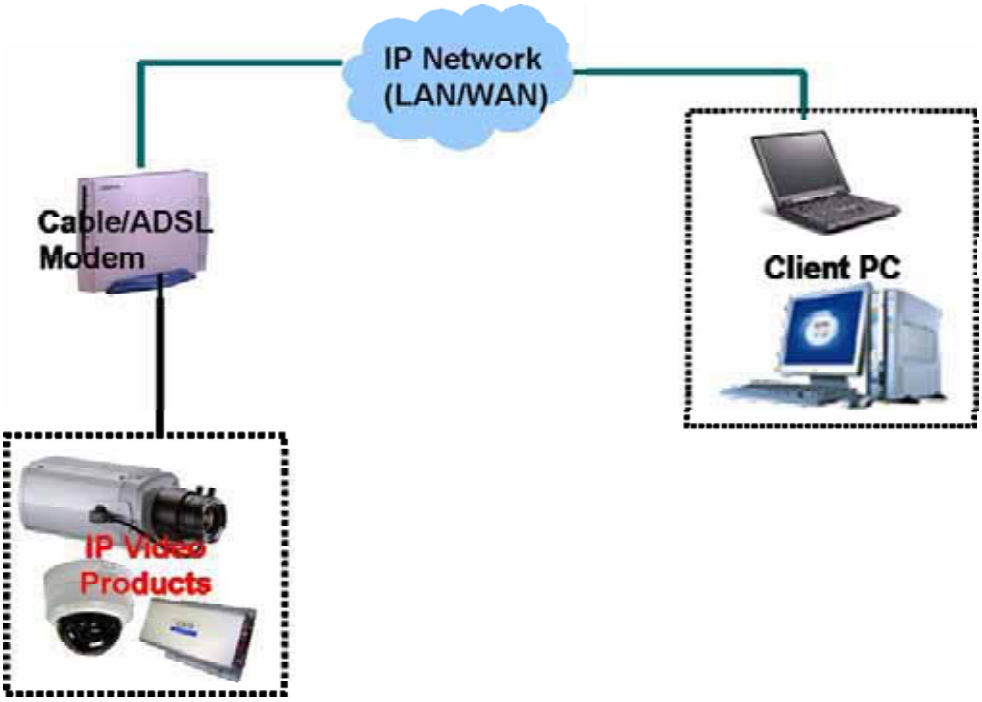

**Figure 3-2. Connecting the iCanView220/220W to ADSL Modem**
2. Install iCanView220/220W and connect it to xDSL or Cable modem as in Figure 3-2.